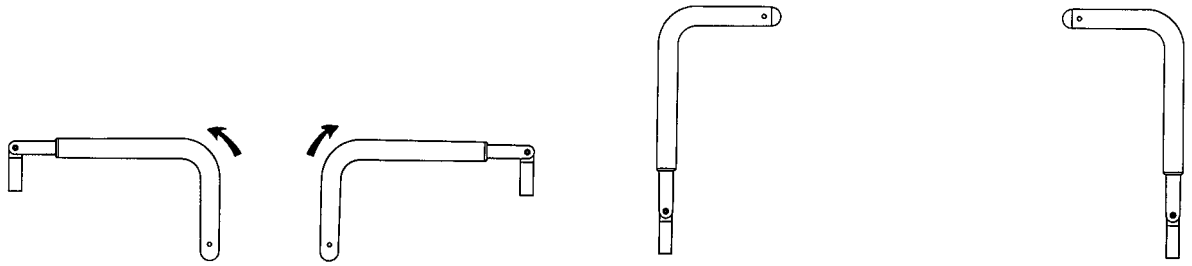

Figur 4 – Placering af skubbehåndtag i hovedenden
1. Vip håndtagene opad fra produktets hovedende (Figur 4).